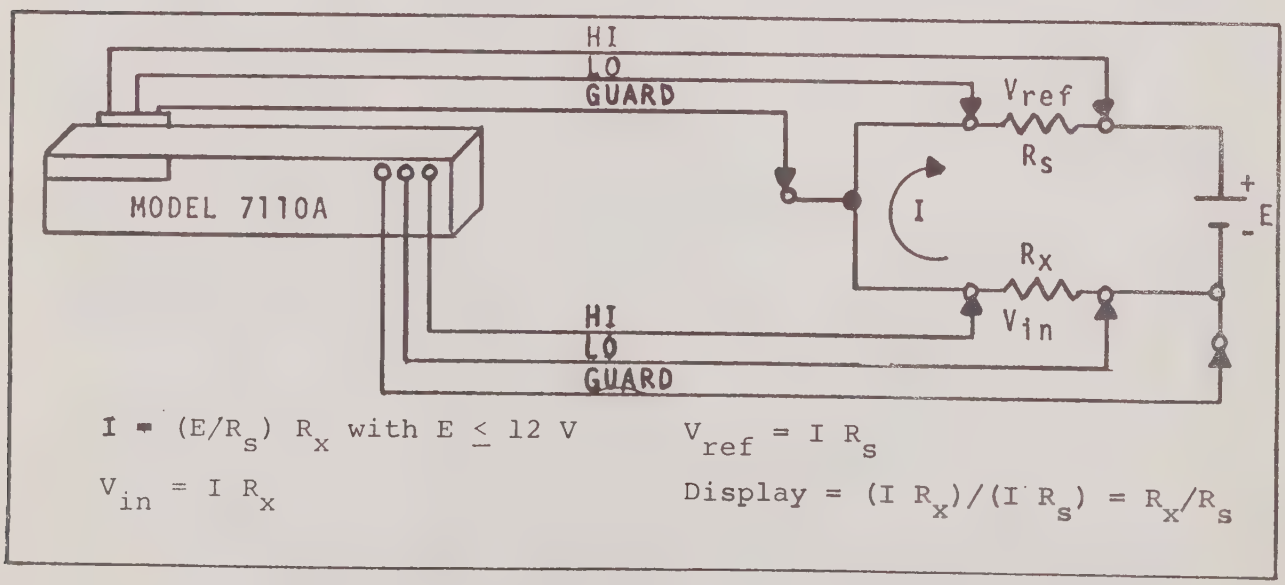

FIGURE 3.12 LOWER FULL SCALE Ω RANGE SETUP
resistance ranges with the use of the dc/dc RATIO operating mode. To accomplish this range extension, an external resistance standard (R_s) and a voltage source (E) are all the additional equipment needed. Select the RATIO FUNCTION and the .1 RANGE pushbuttons and connect the 7110A as shown in Figure 3.12.